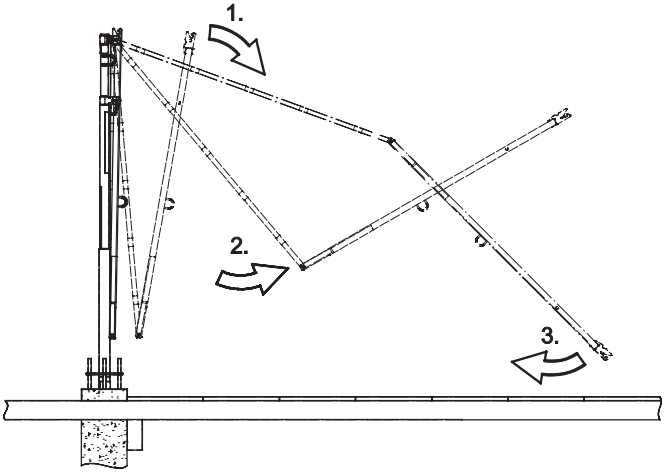

Figur 27. *Utfällning av SkyReach Förankringsenhet*
2. Lossa låssprinten, som håller fast bommen och staget, från mastens nedre fästöra. Frigör SkyReach Förankringsenhetens bom och stag och fortsätt enligt figur 27.